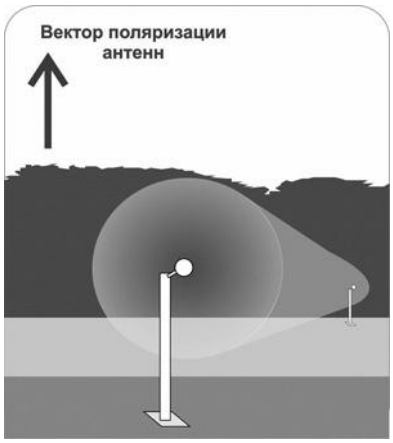

Рис.6.1
6.1.1.1 При наклоне БПРМ и БПРД под углом 45° относительно поверхности земли (рис. 6.1), что соответствует вертикальной или горизонтальной ориентации вектора поляризации антенн (в зависимости от направления поворота), на БПРМ суммируются сигналы как прямые от БПРД, так и отраженные нарушителем. Ввиду того, что «прямые» и отраженные сигналы попадают на БПРМ под углом 0° или 180° к собственному вектору поляризации приемной антенны, образуются зоны Френеля, которые участвуют в сигналообразовании (аналогично типичным радиоволновым и радиолучевым извещателям), что приводит к значительному расширению ЗО.